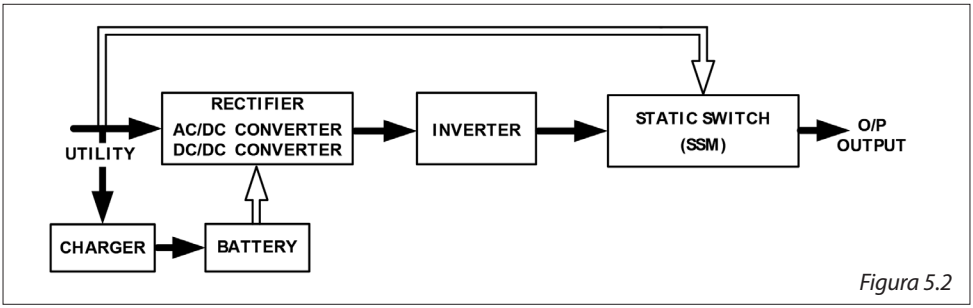

*Figura 5.2*
2. Quando la rete torna alla normalità, l'UPS si accende in modalità CA/CC, spegne il convertitore CC/CC e attiva il carica batterie in modalità di ricarica. L'UPS torna nello stato rappresentato nella figura 5.2.
4. L'UPS riparte automaticamente non appena la rete è di nuovo disponibile, come indicato nella figura 5.2